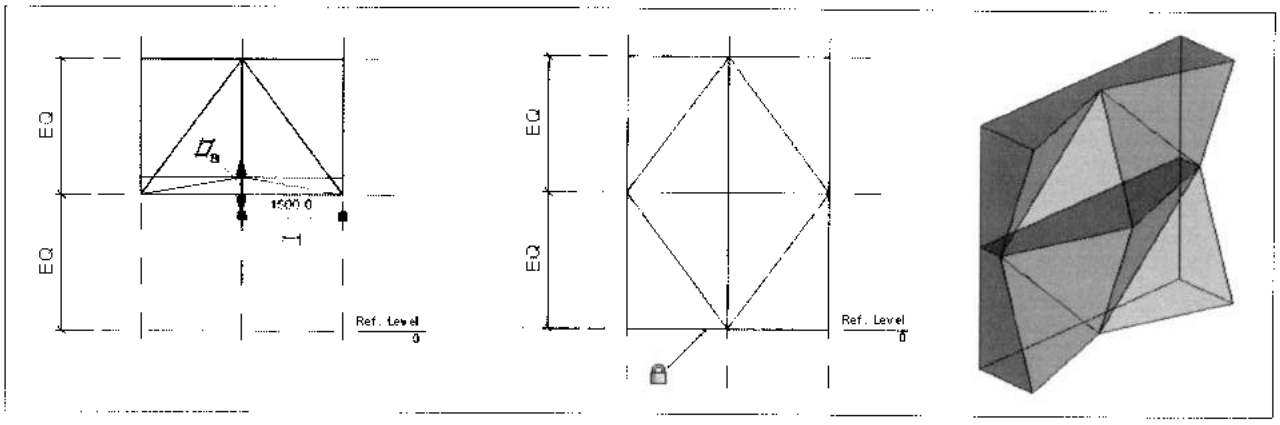

Рис. 16.15. *Выравнивание нижней половинки основы*
5. Аналогичным способом создать нижнюю половинку основы, выровняв верх формы по нижней опорной плоскости *Ref. Level* (рис. 16.15).